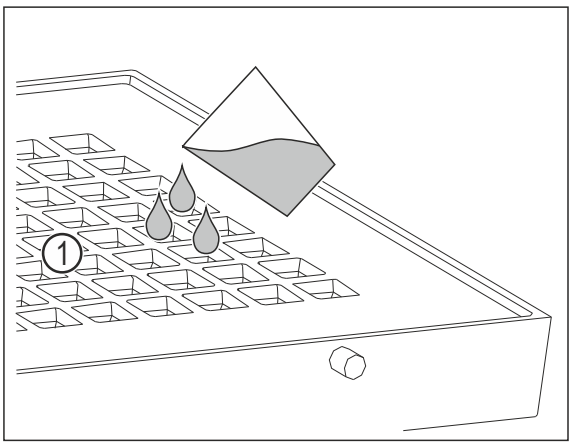

Fig. 109
▶ Încărcați maxim 400 ml de apă prin găurile *Fig. 109 (1)* din capac.